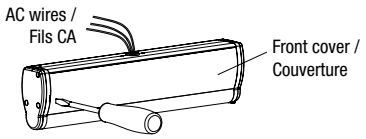

Fig. 1
1. Use a screw driver open the front cover, route the AC wires out of the housing (see Fig.1).
1. À l'aide d'un tournevis, ouvrez le couvercle avant, puis faites passer les fils d'alimentation hors du boîtier (voir fig. 1).